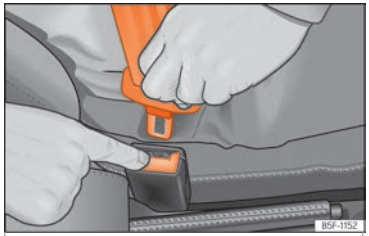

Fig. 11 Soltar a lingueta do fecho do cinto.
- Pressione o botão vermelho do fecho ››› **Fig. 11**. A lingueta saltará do fecho.